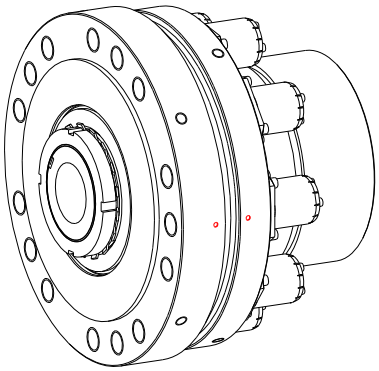

Bild 16
- Drehen Sie die An- und Abtriebsseite der Kupplung in die Ausgangslage zurück, bis die Markierungen fluchtend zueinander liegen (siehe Bild 16 und 17). Die Freischaltelemente können in dieser Position durch axialen Druck wieder eingerastet werden.